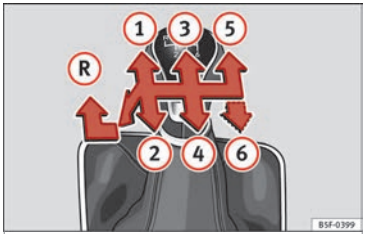

Fig. 58 Esquema de un cambio manual de 5 marchas o bien de 6 marchas.
En la palanca de cambios se indican las posiciones de las marchas ››› **fig. 58**.
- Con la palanca de cambios en punto muerto, presiónela hacia abajo, muévala a la izquierda hasta el final y después hacia delante para seleccionar la marcha atrás ››› **fig. 58** Ⓡ.